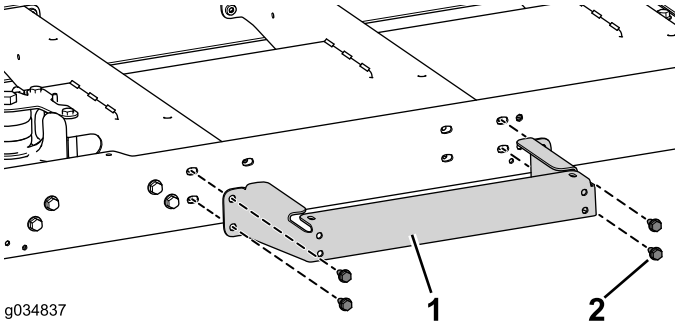

Figure 77
1. Use the 4 bolts (5/16 x 3/4 inch) to loosely install the platform support to the center channel (Figure 77).